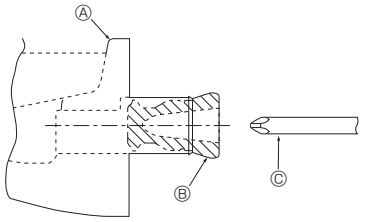

Fig. 5-1
- Vergewissern, daß in die Rohrleitung auf der linken Seite der Gummistopfen in den Auslauf rechts eingesetzt ist.(Fig. 5-1)